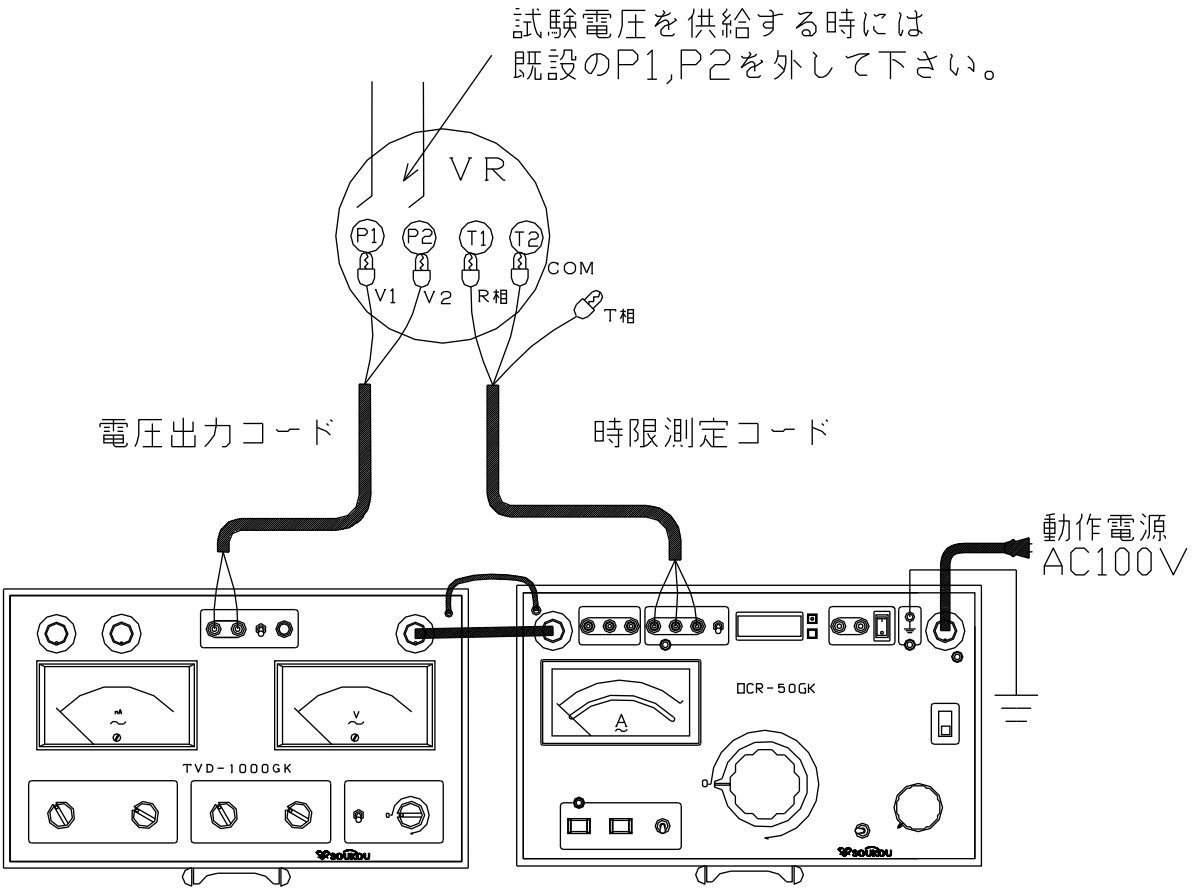

図１９：試験回路図(停電状態)
5. 以上のような点を注意し、試験回路を構成します。(図１９)